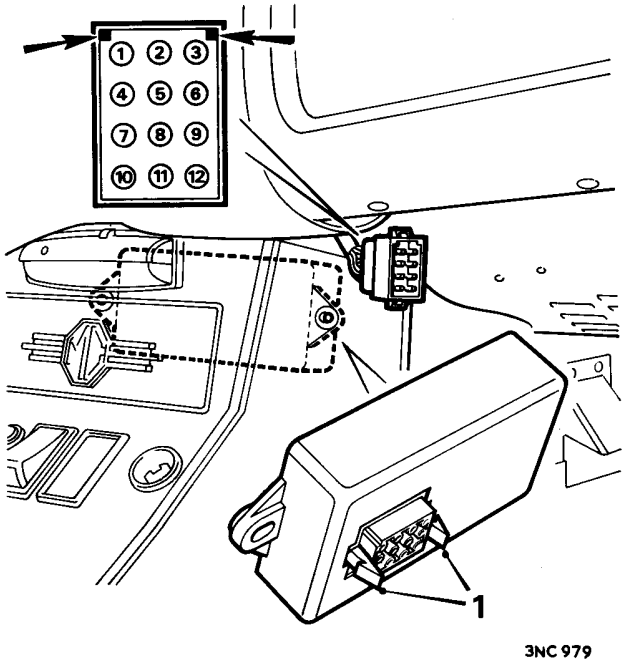

Fig. Na.8
(1) Batteries in good condition.
(2) 500 milliamp. line fuse and the 35-amp. fuse connecting fusebox terminals 5 and 6 in good condition.
(3) Gear lever in neutral position.
(4) Hand brake applied.
(5) Compress the two retaining tags (see Fig. Na.8) on the front of the seat belt system control unit and disconnect the wiring harness plug from the control unit.
Referring to Figs. Na.8 and Na.9 for circuit diagram and wiring harness plug pin identification numbers, carry out the following test procedure, using a 12-volt 2·2-watt test lamp and a length of insulated cable.